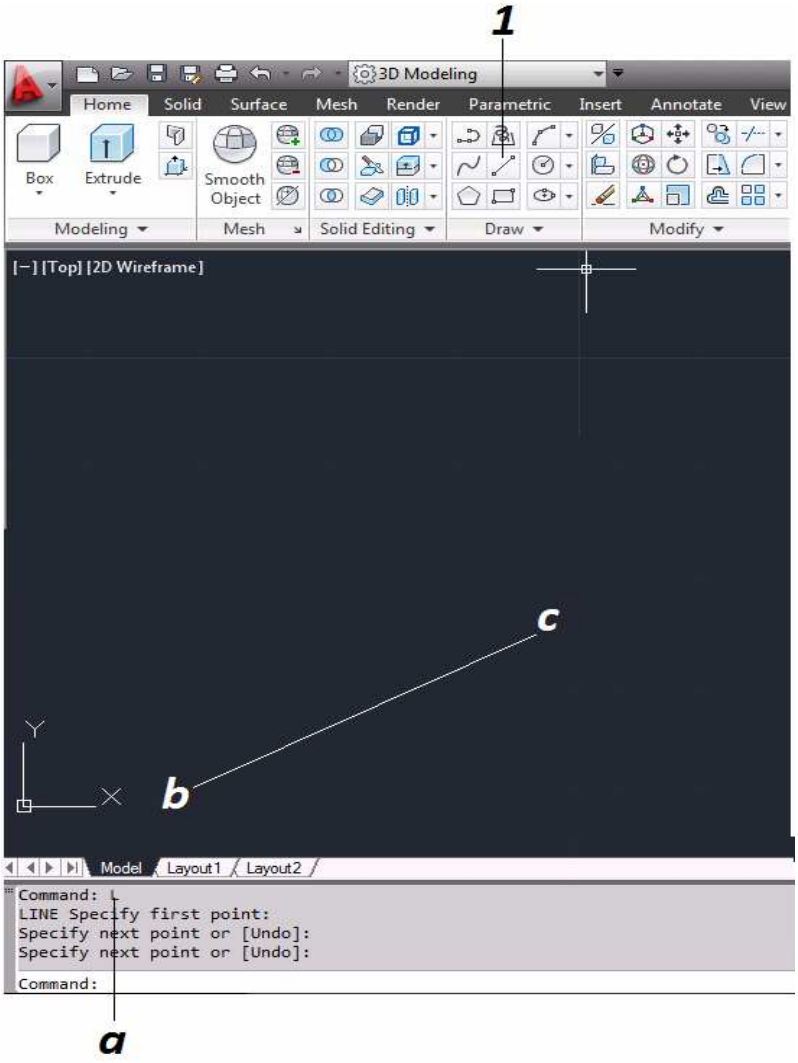

Figura 3.14. Creación de entidades con "Linea"
Con este comando se generan segmentos a partir de un punto inicial indicado de manera explicita o implícita. Este comando se ubica en la cinta de Dibujo [Draw] *(figura 3.14 "1")* ahora se hará de manera explicita para crear una línea.
a. Se escribe el comando [L] y enter *(figura 3.14)*.
b. En el área de trazado, se indica donde será la primer coordenada, dando clic o escribiéndola como en el capitulo anterior *(figura 3.14)*.
c. En el área grafica se indica donde será la segunda coordenada *(figura 3.14)*.
d. Para terminar de usar este comando se da enter *(figura 3.14)*.